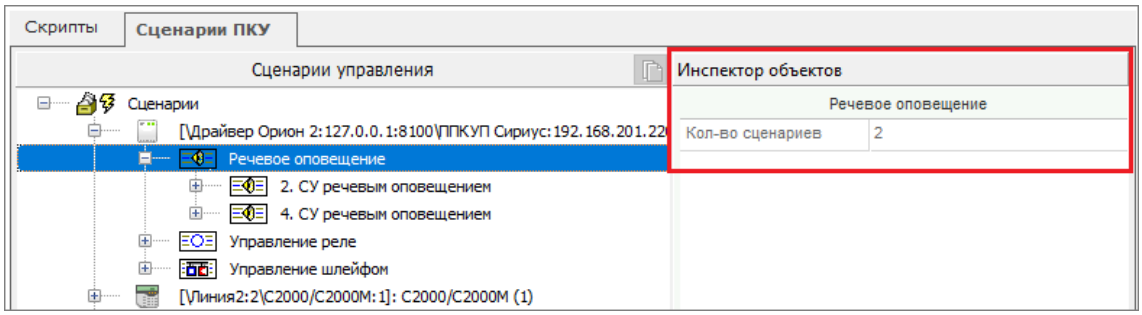

Рисунок 6-618 Информация в инспекторе объектов для типа аппаратного сценария
- при выборе в дереве сценариев узла «Тип аппаратного сценария» в инспекторе объектов отображается количество аппаратных сценариев соответствующего типа (см. Рисунок 6-618), созданных для устройства ПКУ, которому принадлежит выбранный тип аппаратного сценария;